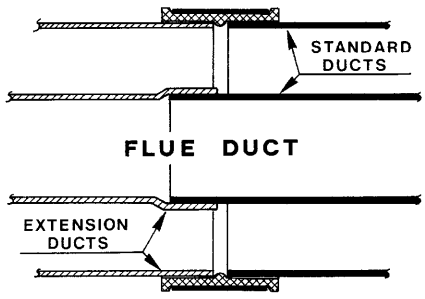

Fig. 9
- If an extension duct or ducts is/are to be used, the flue and air ducts should be joined before proceeding to the next section. The extension ducts should be joined to each other and to the standard ducts using the following procedure (fig. 9).